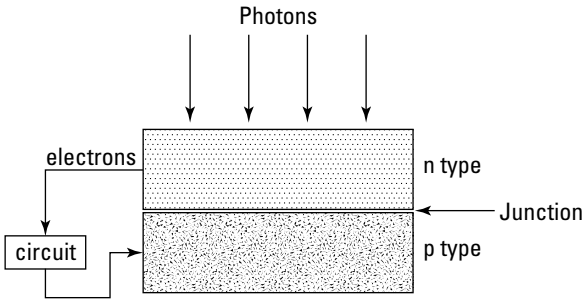

Figure 4-4: A photovoltaic cell changes light into electricity.
A standard PV cell, shown in Figure 4-4, is a thin semiconductor sandwich, with two layers of highly purified silicon. A *semiconductor* is a crystal that is constructed in such a way as to yield certain specific properties that can be used in electrical circuits. Transistors are made of semiconductors. Microprocessors are as well. In fact, the entire field of modern electronics uses various forms of semiconductors, so the implications are worldly. If you connect an electrical circuit to your semiconductor sandwich when sunlight is shining on it, electricity flows.
Photovoltaic arrays are nothing more than huge matrices of interconnected semiconductor sandwiches. The color appears shiny blue. Usable PV systems are comprised of all sorts of equipment that protects the user from electrical shock, stores the electricity in battery banks, and converts the direct current (DC) into alternating current (AC), which is what people use in their houses. But at the heart of each system is a simple conversion process like that shown in Figure 4-4.